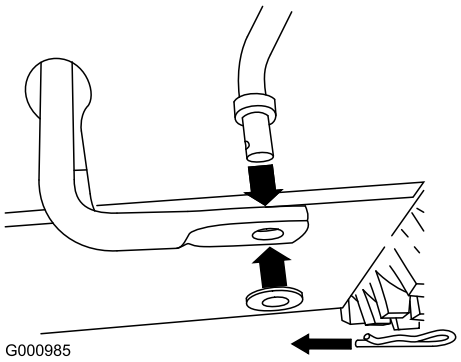

Figur 4
1. För in stångens nedre ände i den nedre länkarmen så att hastighetskontrollstångens böjda ände är vänd bakåt (Figur 4).
2. Fäst hastighetskontrollstångens nedre ände med en planbricka och hårnålssprint (Figur 4).